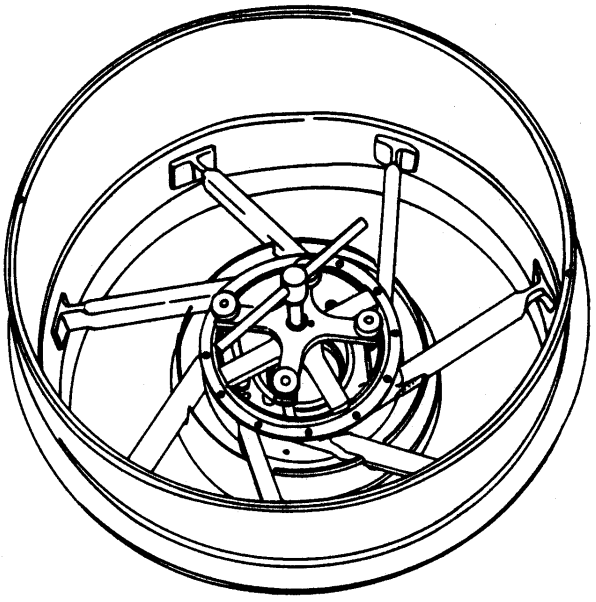

Figure 20. Removing Rear Bearing Cage Using 6796531 Puller
f. Install 6796531 turbine rear bearing cage puller. (See figure 20.)